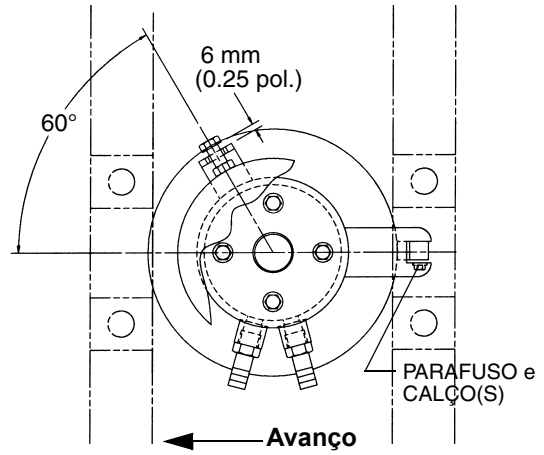

FIGURA 6-6
3. Verifique se o furo rosqueado na parte inferior da base da rótula elétrica está alinhado com o furo de montagem no suporte da caixa da rótula de água. Instale o parafuso através do furo no suporte e instale a porca. Aperte o parafuso no furo na base da rótula elétrica até que a cabeça do parafuso fique a aproximadamente 6,4 mm (0.25 pol) do suporte. Aperte a porca de encontro à rótula elétrica (consulte a Figura 6-6).